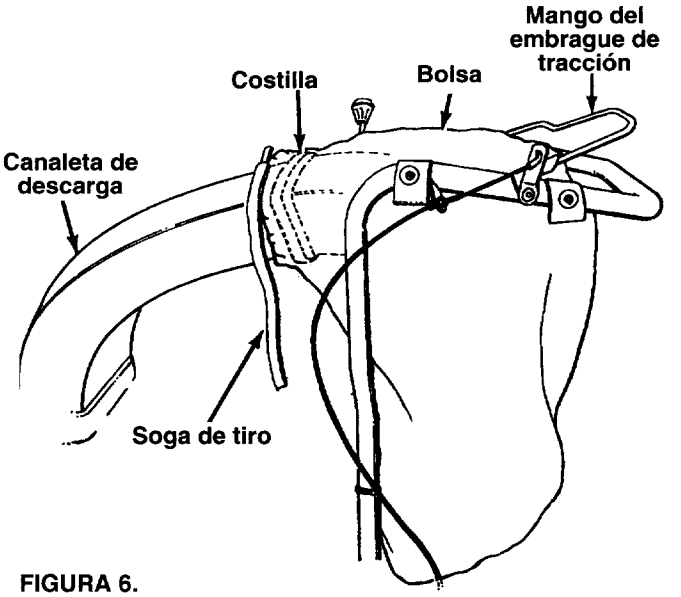

FIGURA 6.
- Coloque la bolsa dentro del conjunto del mango. Deslice la abertura de la bolsa sobre la canaleta de descarga. Asegúrese que esté sobre la costilla de la canaleta de descarga. Vea la figura 6.